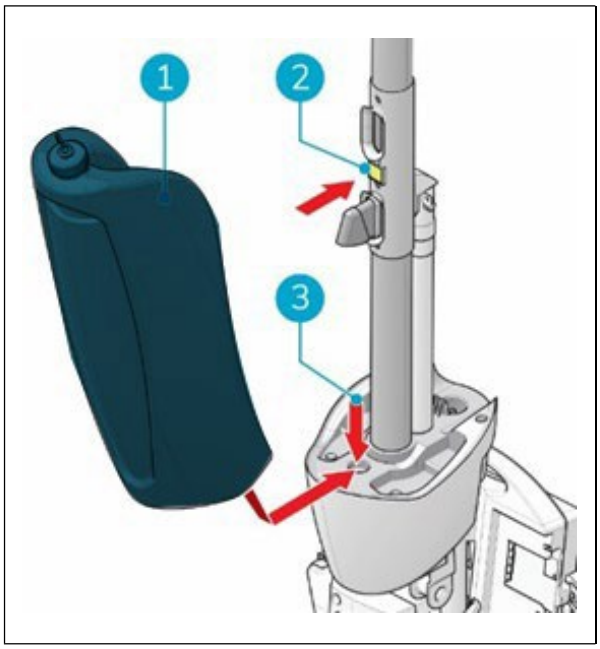

Figure 13
1. Put the bottom of the recovery tank (Figure 13, pos 1 and pos 3) on the front of the i-mop® XL.
2. Push the top of the tank into place until you hear a ‘click’ sound, the magnet (Figure 13 pos 2) will lock the recovery tank into place.